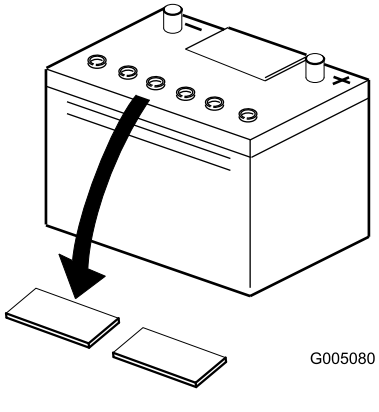

Rysunek 5
2. Oczyść górną powierzchnię akumulatora i wyjmij korki odpowietrzające (Rysunek 5).